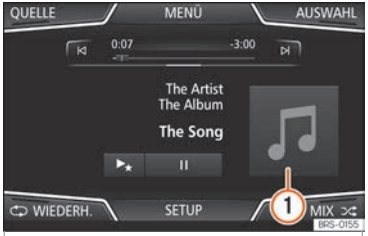
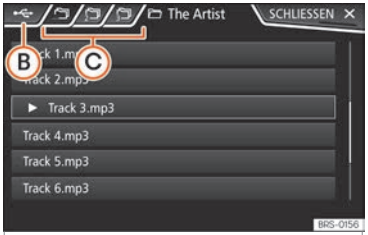

Abb. 189 Hauptmenü MEDIA.
Abb. 192 Medien-Modus: Titelliste einer Medienquelle.
Beim Antippen des aktuellen Covers ››› **Abb. 189** ① werden alle Albencover angezeigt, die in der aktiven Medienquelle zur Verfügung stehen ››› **Abb. 190**.
- Im Hauptmenü *MEDIEN* die Funktionsfläche AUSWAHL ››› **Abb. 189** antippen, um die Titelliste zu öffnen. Der aktuell gespielte Titel ist hervorgehoben ››› **Abb. 192**.